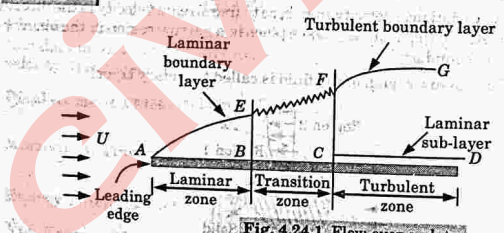

Fig. 4.24.1. Flow over a plate.
1. Consider the flow of fluid, having free-stream velocity (U), over a smooth thin plate which is flat and placed parallel to the direction of free stream of fluid.
6. The fluid with a uniform free stream velocity (U) is retarded in the vicinity of the solid surface of the plate and the boundary layer region begins at the sharp leading edge.
9. This layer of the fluid is said to be laminar boundary layer shown by AE in Fig. 4.24.1. The length of the plate from the leading edge, upto which laminar boundary layer exists is called laminar zone shown by distance AB.